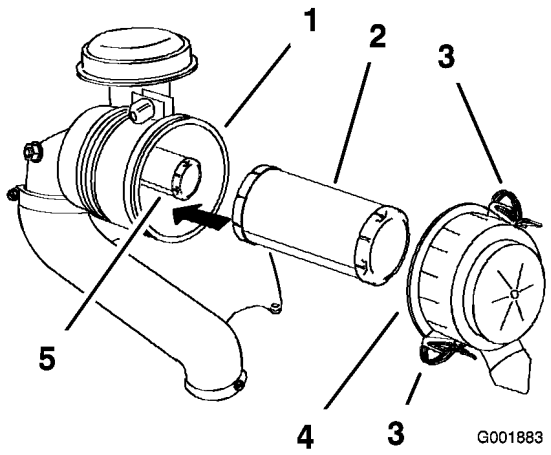

Figur 35
3. Lossa spärrhakarna på luftrenaren och dra av luftrenarkåpan från luftrenarhuset (Figur 35).
5. Dra försiktigt ut huvudfiltret ur luftrenarhuset (Figur 35).
2. Skjut försiktigt in filtret i filterhuset när du byter säkerhetsfilter (Figur 35).
3. Skjut försiktigt in huvudfiltret över säkerhetsfiltret (Figur 35).
4. Sätt tillbaka luftrenarkåpan med sidan med markeringen **upp** uppåt och säkra spärrhakarna (Figur 35).